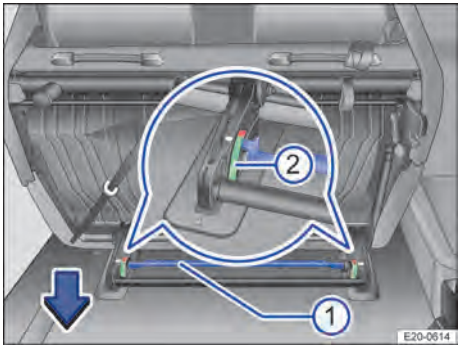

**Fig. 65** Segunda fila de asientos: montar el asiento de dos plazas.
2. Presione la barra → fig. 65 ① hacia abajo, en el sentido de la flecha, hasta que los dos indicadores de bloqueo ② se encuentren en la zona verde.